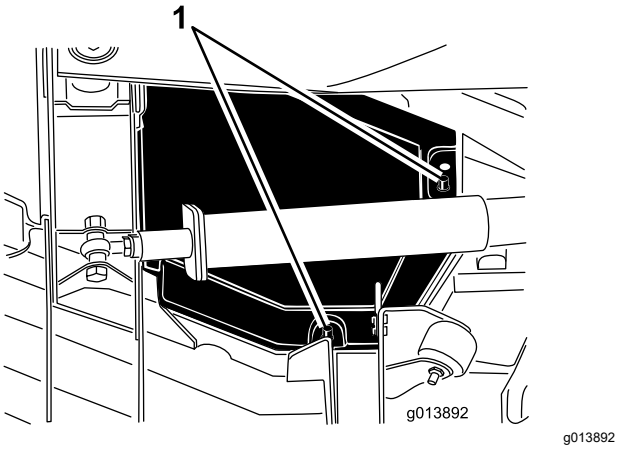

**Figuur 77**
4. Til de achterste en binnenste rand van de kap van de montagestangen (Figuur 77).